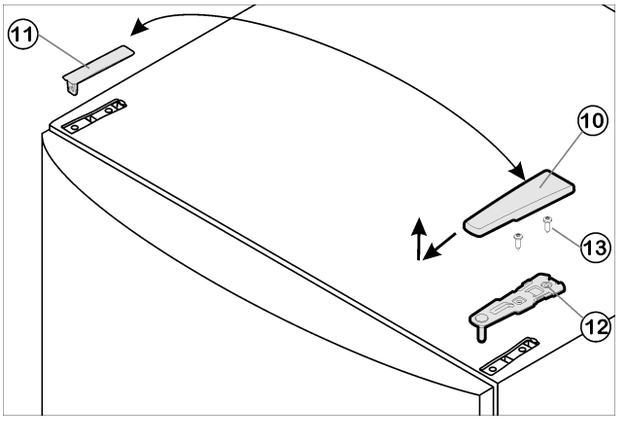

*Fig. 9*
▶ Retire hacia delante y hacia arriba la cubierta *Fig. 9 (10)*.
▶ Desmonte la cubierta *Fig. 9 (11)*.
▶ Desatornille el soporte de cojinete superior *Fig. 9 (12)*(2 Torx® 25) *Fig. 9 (13)* y extráigalo hacia arriba.
▶ Inserte el soporte de cojinete superior *Fig. 9 (12)* en el nuevo lado de la bisagra y en la puerta.
▶ Atornille el soporte de cojinete superior **(con 4 Nm) para fijarlo**(2 Torx® 25) *Fig. 9 (13)*. Dado el caso, grabe los agujeros de tornillo o utilice un destornillador de batería.
▶ Encaje la cubierta *Fig. 9 (11)* y la cubierta *Fig. 9 (10)* en el lado opuesto, respectivamente.